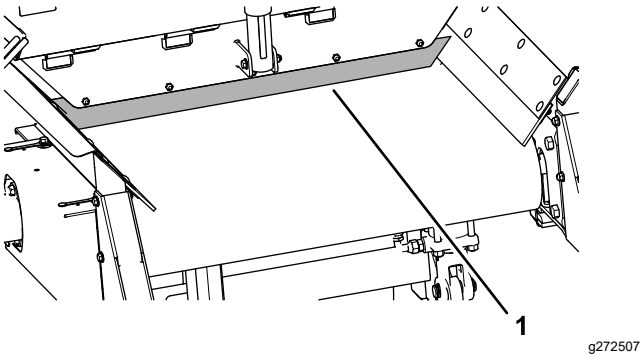

**Rysunek 57**
5. Usuń zespół zgarniacza czyszczenia taśmy z tyłu maszyny (Rysunek 57).